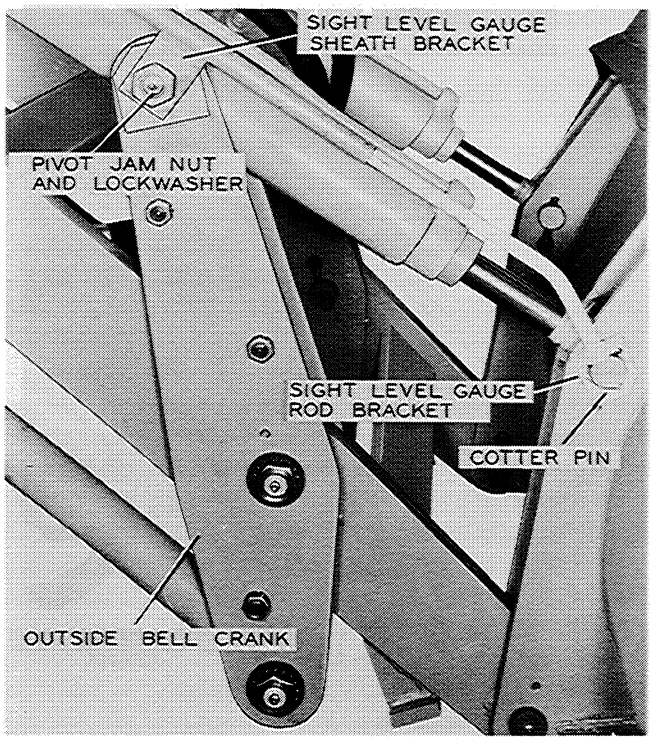

Figure A-28
3. Remove the three capscrews holding the pivot pin locks. (One on the bucket pivot pin lock and two on the bell crank pivot pin locks.) Refer to Figure A-28. Remove the pivot pin locks from the pivot pins.
6. On the right hand tilt cylinder only, remove the cotter pin that holds the sight level gauge rod bracket to the bucket pivot pin, Figure A-28. There is no cotter pin in the left hand tilt cylinder bucket pivot pin.